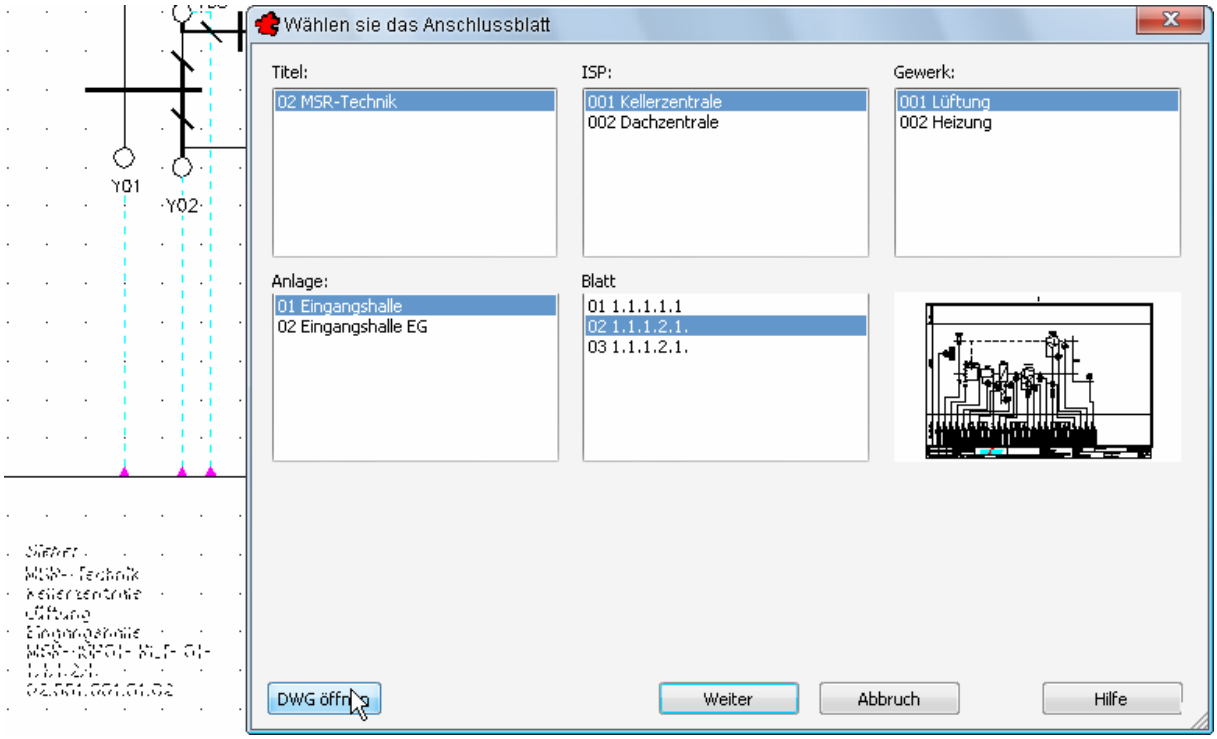

Bild 4.20 – Verknüpfungsblock bearbeiten, Zeichnung öffnen
- Doppelklick auf Verknüpfungsblock öffnet Bearbeitungsdialog. Von dort aus kann die Zeichnung geöffnet werden (Abb. 4.20).